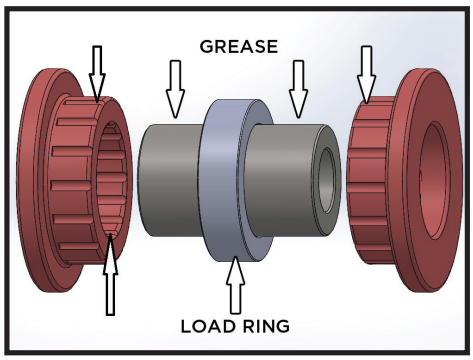

FIG.1
7. Before installing your new upper control arms, care must be taken to grease the bushings (liberally) prior to installing assembly. Failure to grease properly will cause premature bushing wear and increased noise. **[FIGURE 1]**